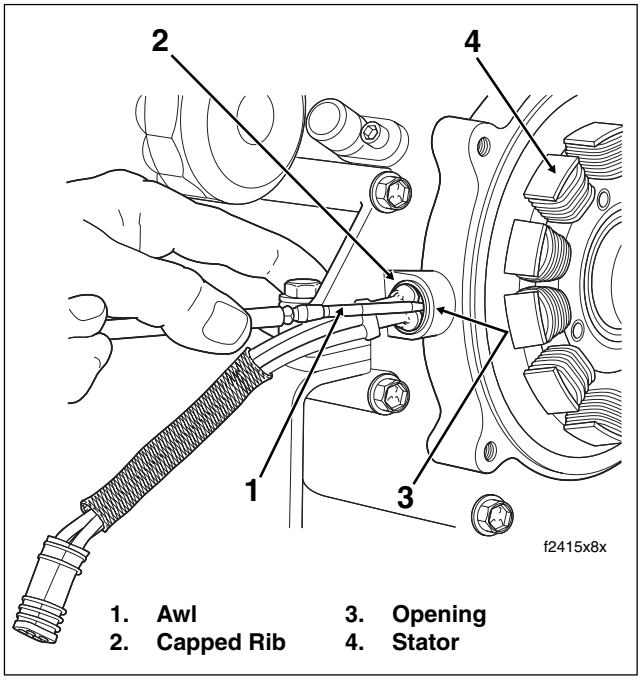

Figure 3-14. Remove Grommet From Crankcase
b. Using point of awl, carefully lift capped rib on grommet away from crankcase and then insert into bore between grommet and casting. See Figure 3-14. Tilt awl slightly squirting isopropyl alcohol or glass cleaner into opening. Repeat this step at one or two other locations around grommet.